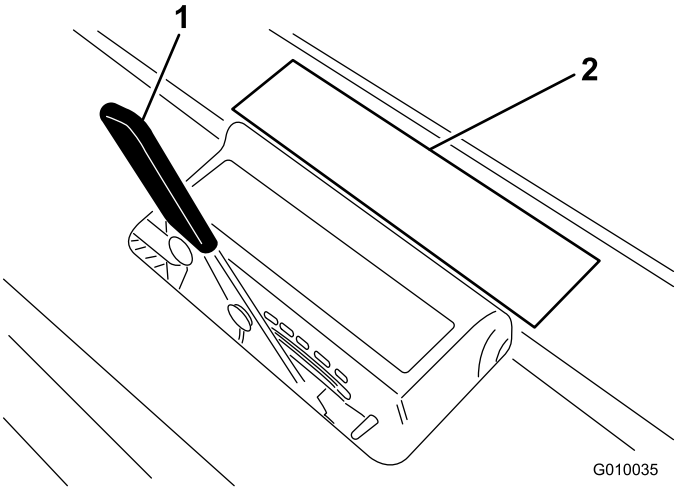

Figura 28
2. Coloque o dente no autocolante de profundidade do dente (Figura 28) com uma extremidade alinhada com a profundidade de arejamento pretendida (consulte o desenho do dente no autocolante).